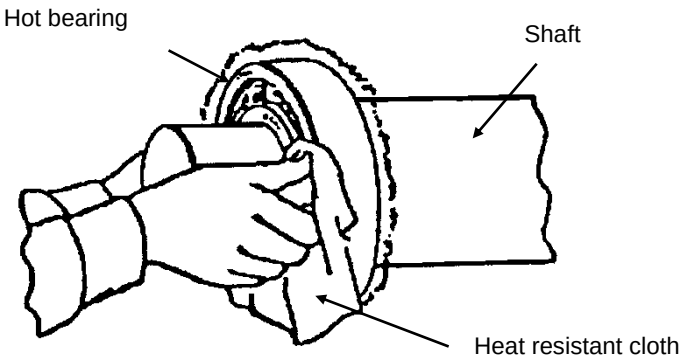

FIG 11.
K. Hold the bearing in place against the shoulder until it has cooled down enough to shrink on. (Fig 11) Compressed air can be used to cool the bearing down faster.
P. Hold the bearing against the shoulder until it has cooled down enough to shrink on as shown in Fig 11. Compressed air can be used to cool the bearing down faster.